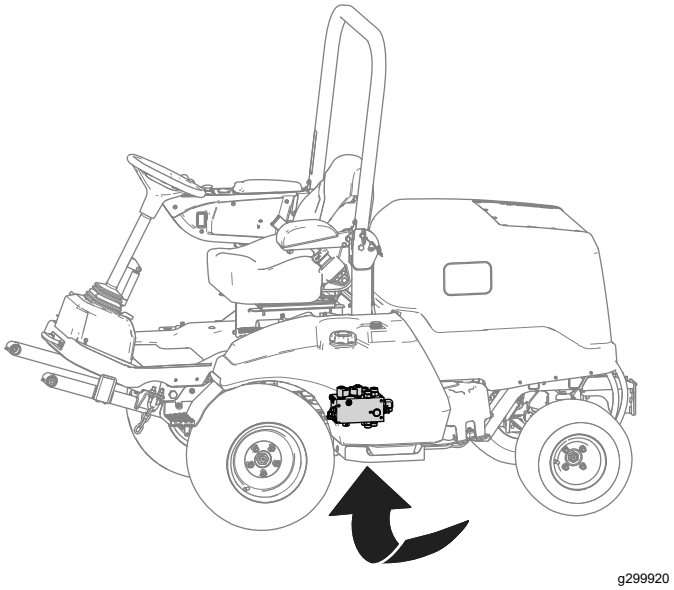

Figura 8
A. Mettete una bacinella di spurgo sotto il collettore idraulico (mostrato in Figura 8).